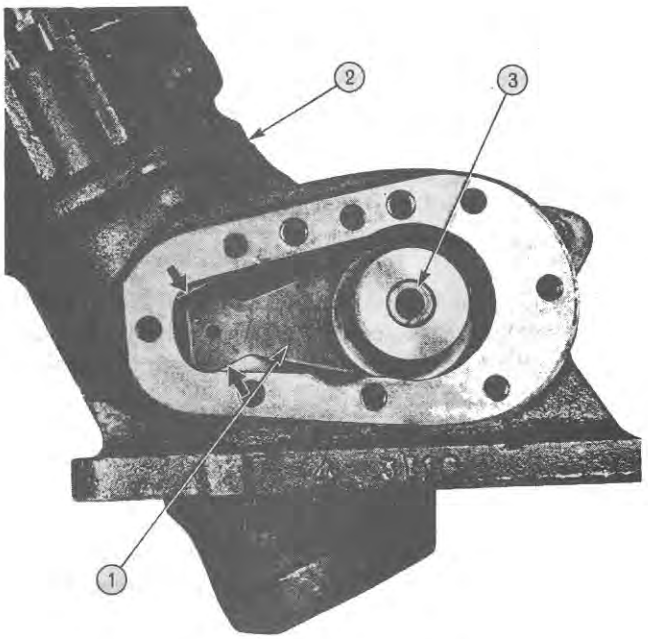

Figure 7
4. Align the arm on the rocker shaft and the slot in the main nut with the main housing side opening as shown in Figure 7 by rotating the steering shaft spline, and slide the rocker shaft out of the housing.
8. Remove the locating spring, Figure 7, from the rocker shaft and examine the rocker shaft arm, spline and bearing surfaces; renew if distortion or excessive wear is found.
2. Position the nut and piston assembly so that the slot in the nut aligns with the main housing side opening, and install the rocker shaft in the main housing as shown in Figure 7.